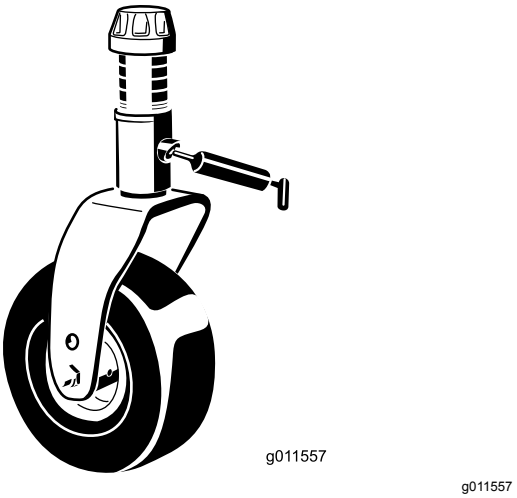

Figuur 62
- 2 lagerbussen van de as van de zwenkwielvork (Figuur 62)